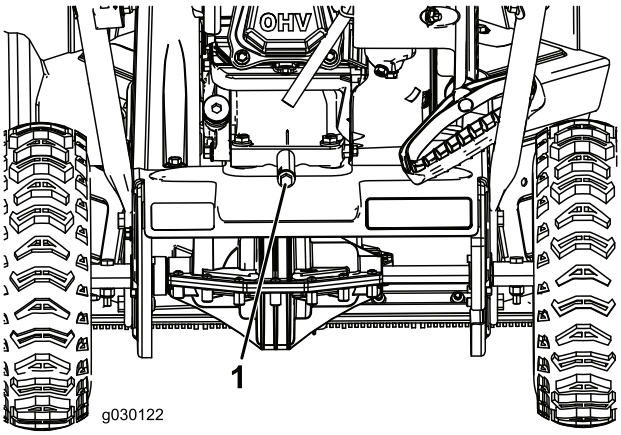

Figura19
2. Plasaţi o tavă de golire a uleiului sub buşonul de golire a uleiului, scoateţi buşonul de golire a uleiului şi înclinaţi maşina în spate şi scurgeţi uleiul uzat în tava de golire a uleiului (Figura19).